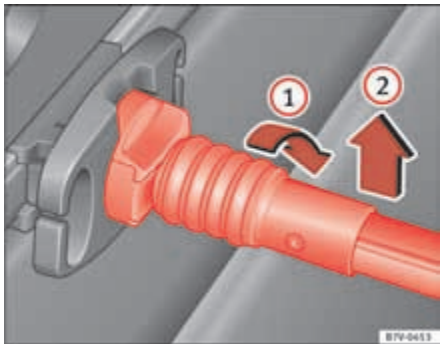

Fig. 104 Release the baggage net.
- Rotate the attachment rod 90° to the right ⇒ fig. 104 (1) until you can see the red mark on the rod. Pull the attachment rod upwards (2).